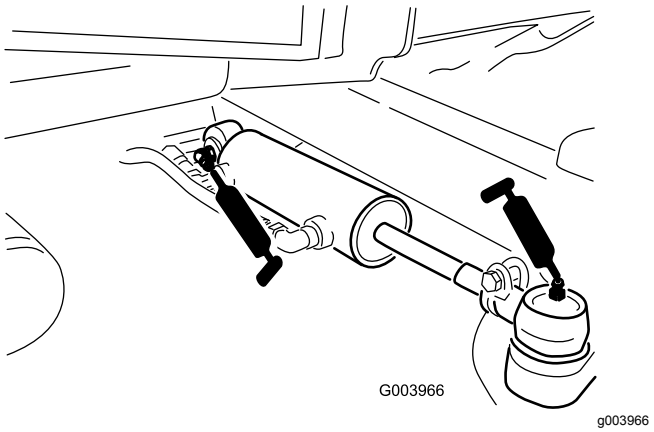

Figuur 82
- Kogelverbindingen van stuurcilinder (2) (Figuur 82)